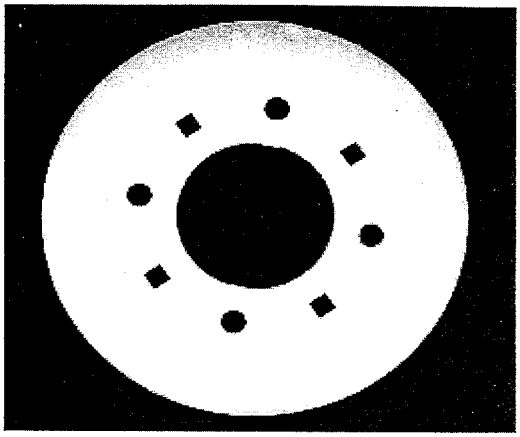

Figure 5-11
6. Remove the upper insulating ring. ***(Figure 5-11)***